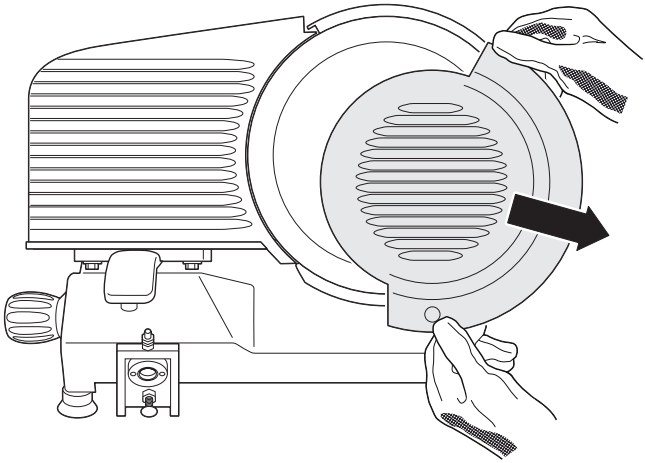

Abb. 8
1. Gehen Sie vor, wie im vorherigen Abschnitt beschrieben und entfernen Sie die Messerabdeckplatte (siehe Abb. 8).